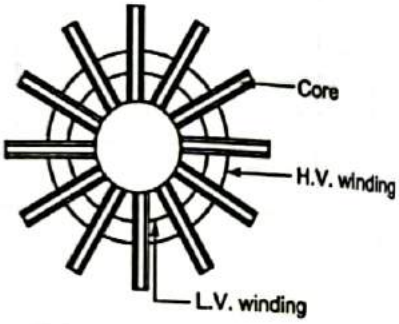

FIG. 3.13 : BERRY TYPE TRANSFORMER
**(5) Berry Type Transformer :**
- Fig. 3.13 shows a simple Berry-type transformer.
- The low voltage winding placed inside and high voltage winding placed outside as shown in Fig. 3.13.